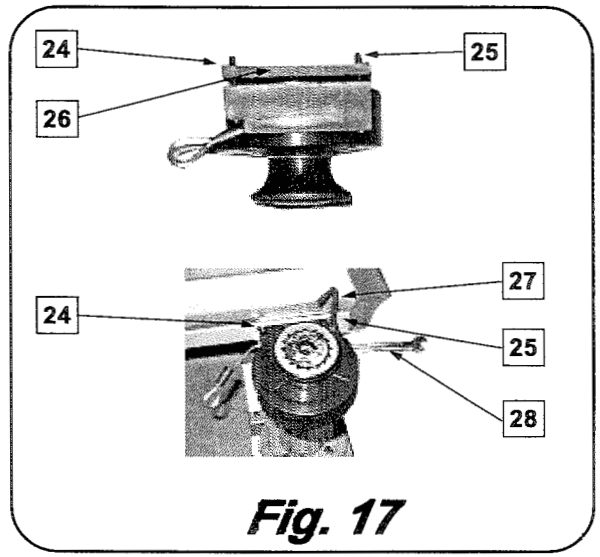

Fig. 17
23. La molla di ritorno si deve presentare come in Fig. 17, con le due viti 6x40 a sx (**24**), 6x50 a dx (**25**) montate, e il distanziale molla (**26**) infilato negli appositi fori. Procedere al montaggio della molla sul supporto molla per mezzo delle due viti (**24**) e (**25**) e dei due dadi (**21**). Montare il tutto con una chiave Allen 4 mm (**27**) e una CH 10 (**28**). Avvitare a fondo. Fig. 17 e 18.
23. The reversal spring must have the appearance of the illustration in Fig. 17 i.e. with the two 6x40 screws fitted on the left (**24**), the 6x50 on the right (**25**) and the spring spacer (**26**) inserted into the right holes. Mount the spring onto its mount by means of the two screws (**24** and **25**) and the two nuts (**21**). Tighten them down with a 4 mm Allen wrench (**27**) and a CH 10 (**28**). Wrench hard. Fig. 17 and 18.